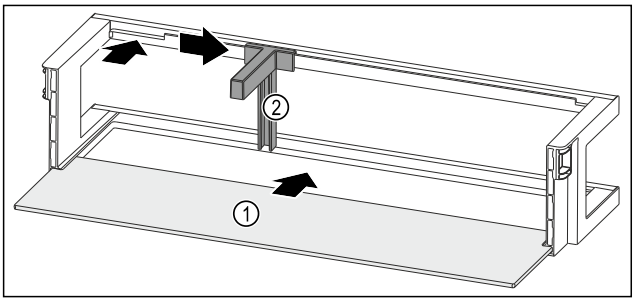

Fig. 184 Raft montat pe ușă cu raft
▶ Împingeți în interior raftul *Fig. 184 (1)* în degajările laterale.
▶ Introduceți suportul pentru sticle *Fig. 184 (2)* în degajare.
▶ Împingeți în lateral suportul pentru sticle *Fig. 184 (2)* în poziția dorită.